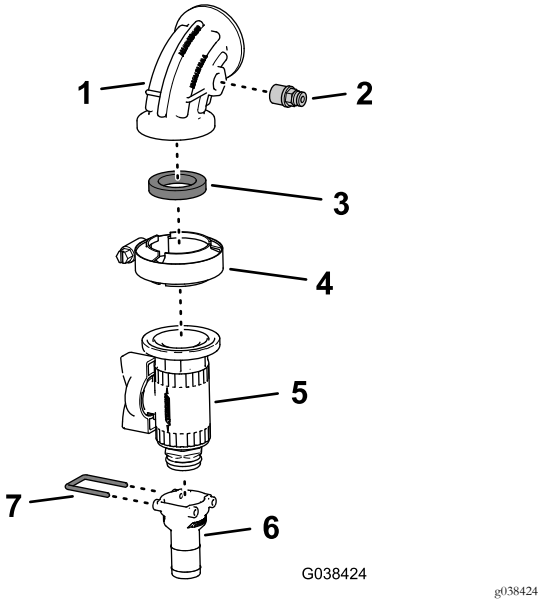

Figura 88
3. Retire o retentor que prende a união estriada reta (¾ pol.) à válvula de corte de flange e retire a união estriada (Figura 88).
4. Monte o acoplador de tubos que retirou no passo 2 na porta de pressão do cotovelo de 90° (Figura 88).
5. Monte a válvula de corte flangeada no cotovelo de 90° (com porta de pressão) e a junta (1 pol. x 1⅜ pol.) com o grampo flangeado (40 a 64 mm) como se mostra na Figura 88.